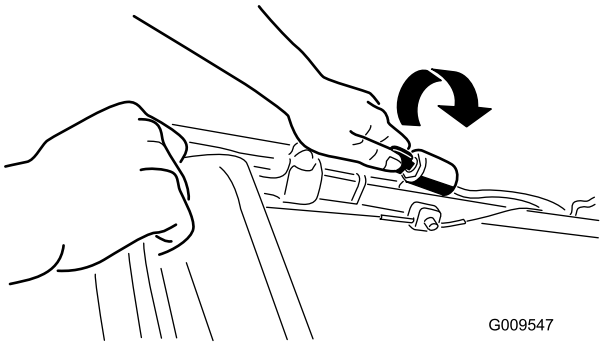
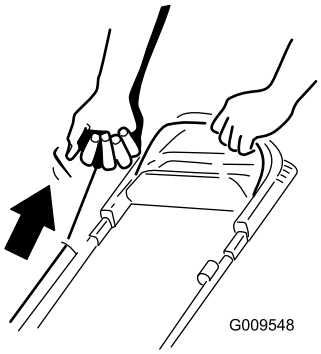

Figur 11
Figur 12
2. Vrid tändningsnyckeln (Figur 11) (endast modeller med elstart) eller dra i startsnöret (Figur 12).
Obs: Dra lätt i starthandtaget tills du känner motstånd och dra sedan kraftigt (Figur 12). Låt snöret sakta gå tillbaka till handtaget.